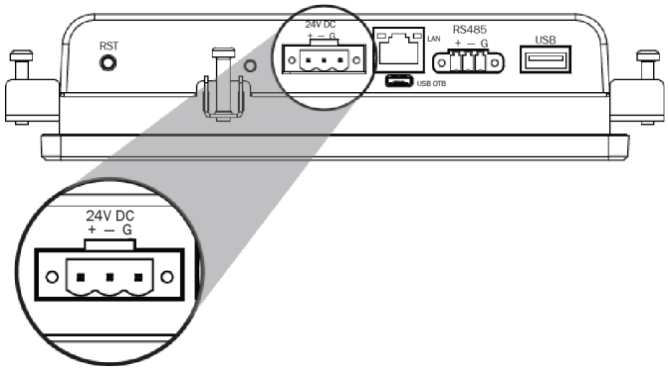

Fig. 9 — Wiring TruVu™ ET Display to the Power Supply
1. Wire the TruVu™ ET display **24 vdc** connector to the 24 vdc power supply using 2-conductor 18 AWG wire. Maximum distance 100 ft (30 m). See Fig. 9.